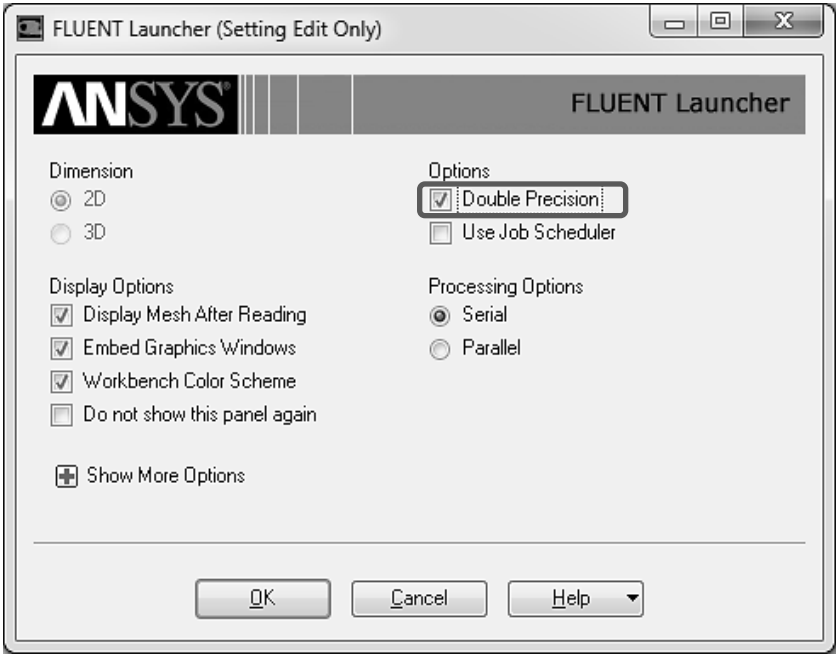

Рис. 33.
4) В разделе Options поставьте галочку рядом Double Precision, рис. 33.